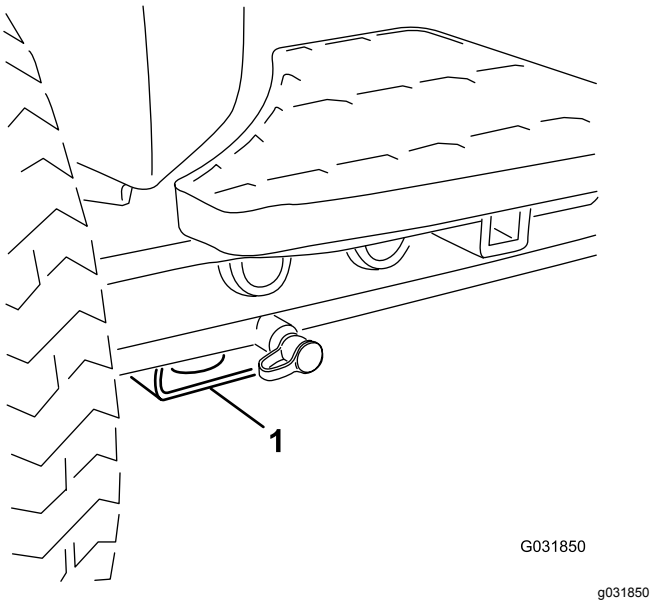

Figur 35
- Fram – fyrkantigt belägg under axelröret inuti båda framdäcken (Figur 35).